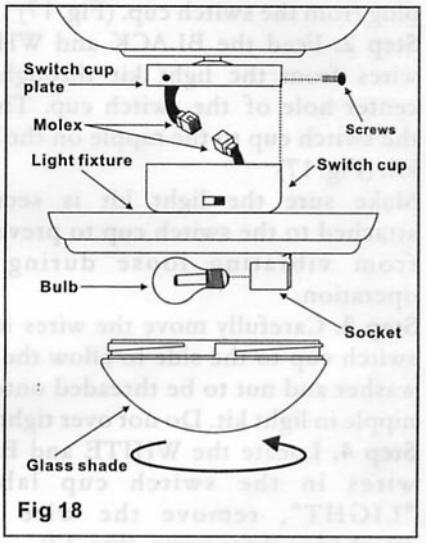

Fig 18
Step 1. Remove the screws from the switch cup plate. Place the switch cup with light kit attached close to the switch cup plate, align the plastic connectors from switch cup and the switch cup plate and firmly snap the two connectors. (Fig. 18)
Step 2. Slide the switch cup up over the switch cup plate and rotate until the screw holes are aligned. Secure the switch cup with three screws previously removed. (Fig. 18)